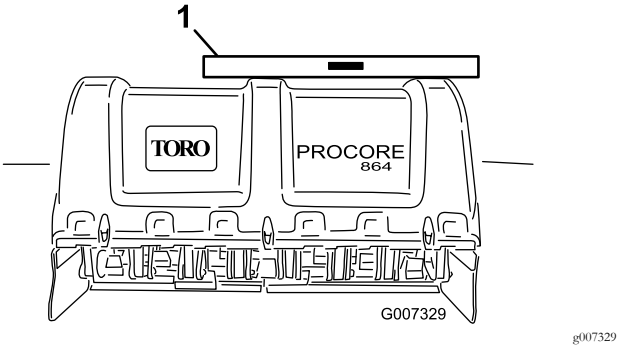

**Figuur 15**
2. Plaats een waterpas bovenop het frame van de beluchter om te controleren of deze waterpas staat (Figuur 15).